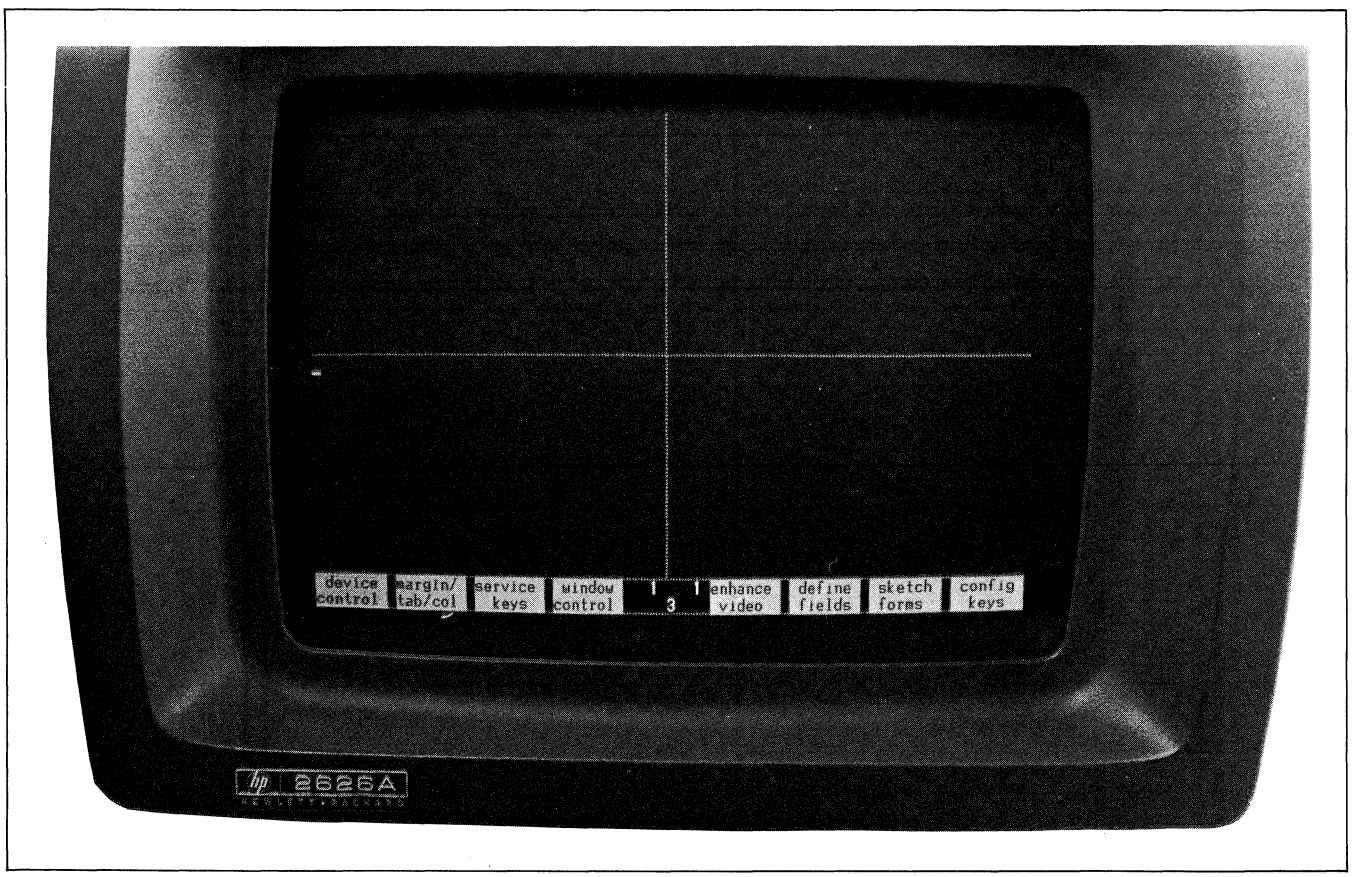

Figure 2-7. Configured Display Screen
10. Now press the "SAVE CONFIG" (f1) key. This saves the menu in non-volatile memory, removes the menu from the screen, and reconfigures the display screen as illustrated in figure 2-7.